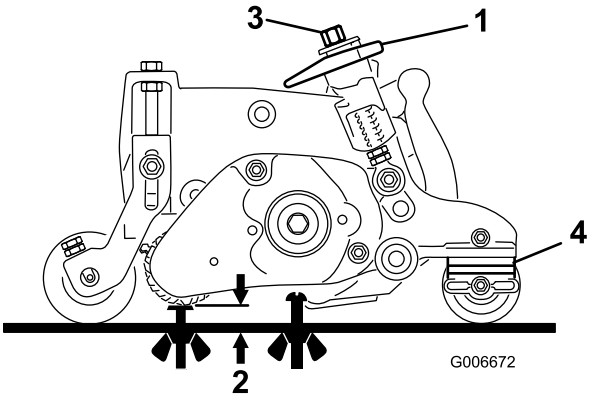

Bild 44
1. Stellen Sie sicher, dass der Groomer auf die gewünschte Groominghöhe eingestellt ist (Bild 44).